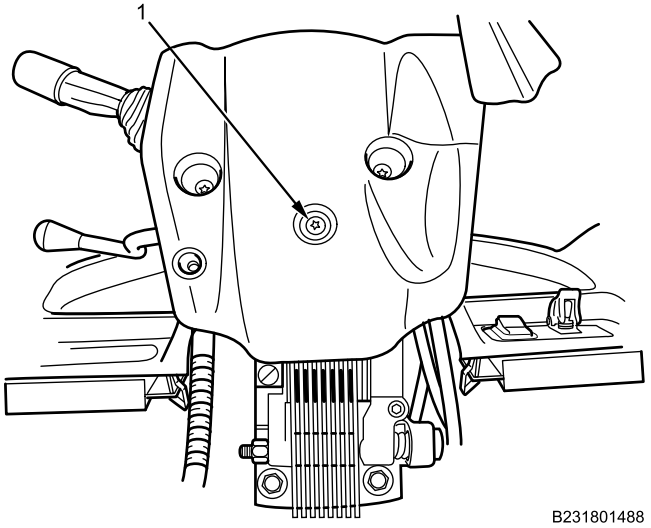

Figure 3. Steering Column Cover Lower Section Screw.
3. Remove steering column cover torx screw (Figure 3, Item 1) from steering column cover lower section.